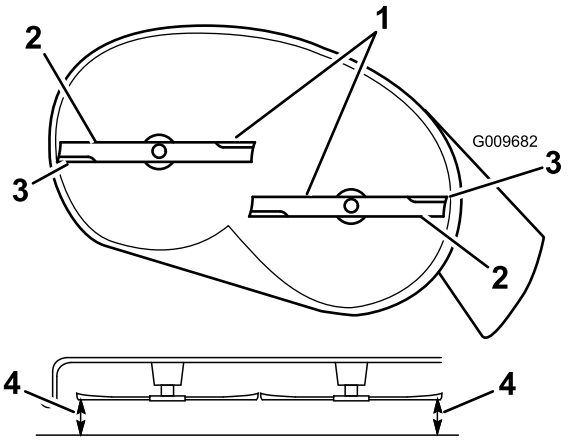
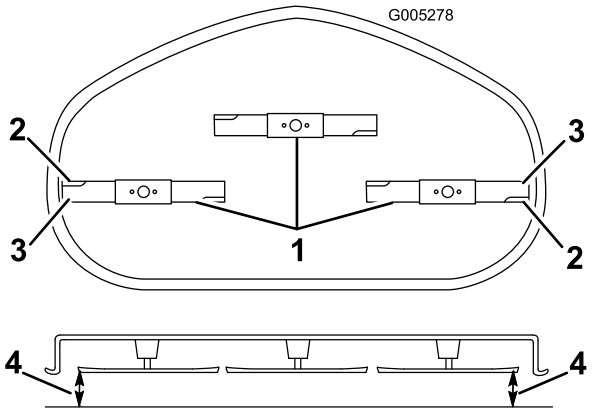

Figur 57
Figur 58
4. Drej forsigtigt skæreknivene, så de alle er tværgående (Figur 57 og Figur 58).
5. Mål mellem de udvendige skærekanter og den plane overflade (Figur 57 og Figur 58). Hvis begge mål ikke er inden for 5 mm, er en justering nødvendig. Fortsæt med denne procedure.